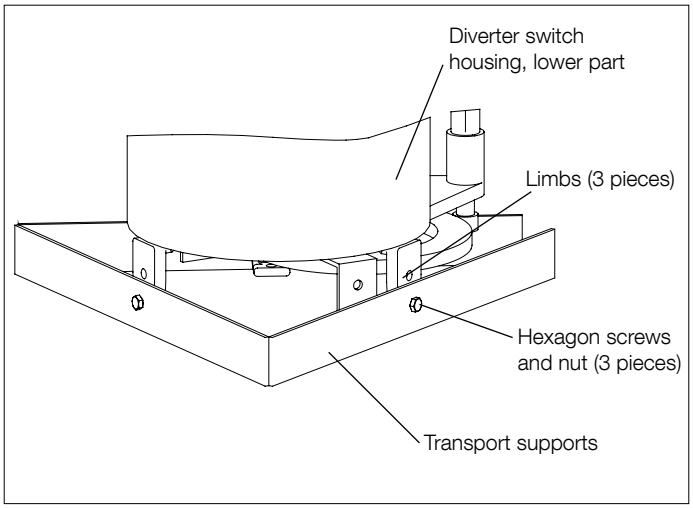

Fig. 9.
4. Lift the diverter switch housing by the lifting eyes and remove the transport support. Remove the three limbs, see Fig. 9.
10. If the impulse withstand voltage to ground (BIL) exceeds 380 kV, insulate the connections on the tap selector by winding paper around them to a thickness of approximately 3 mm; see Fig. 9. The paper should be of the same quality as used for insulation of conductors within the active part of the transformer.